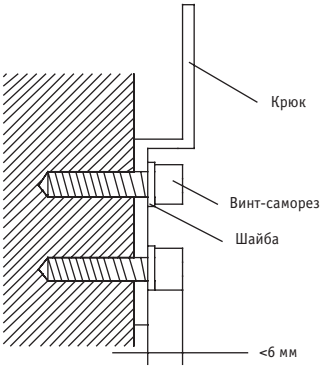

Рис. 49-7
1. Прикрепите крюк к стене винтом-саморезом (см. рис.49-7).